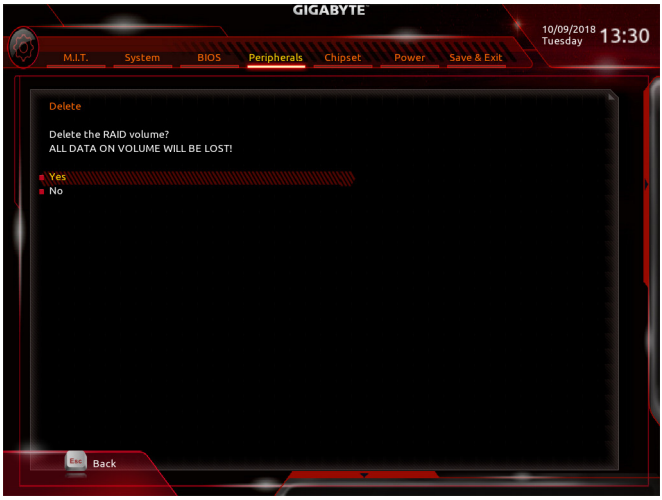

図 12
RAID アレイを削除するには、**Intel(R) Rapid Storage Technology** 画面において削除するボリューム上で <Enter> を押します。**RAID VOLUME INFO** 画面に入ったら、**Delete** で <Enter> を押して **Delete** 画面に入ります。**Yes** で <Enter> を押します (図 12)。